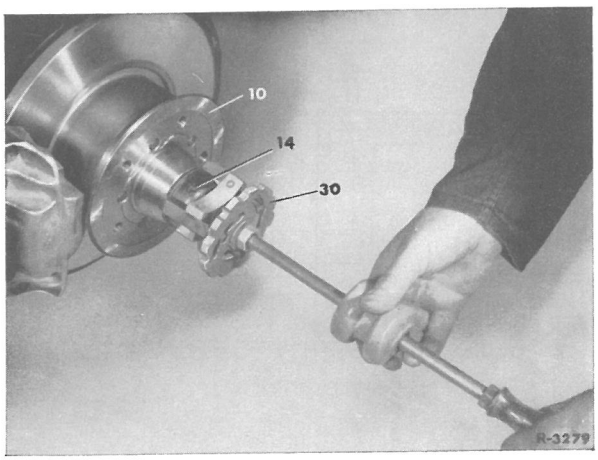

Fig. 33-5/1
2 Hjulkapsel (14) trækkes af forhjulsnavet ved hjælp af specialværktøjet (30) (se fig. 33-5/1).